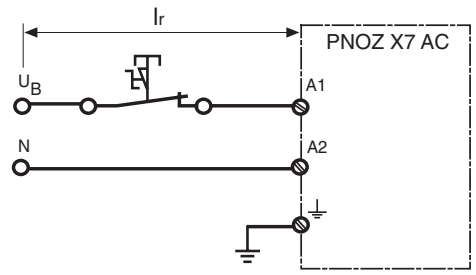

Fig. 3: Leitungslänge l_r bei Ringleitung/Cable length l_r with a ring circuit/Longueur de câblage l_r en boucle
- Ringleitung, 1 Phase (s. Fig. 3): 1 km
- ring circuit (Fig. 3): 1 km
- Câblage en boucle (v. Fig. 3): 1 km